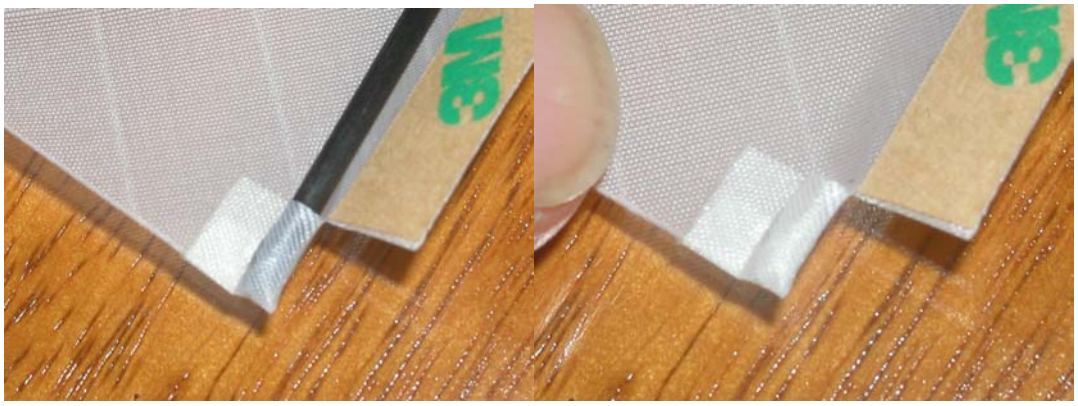

Figure 22: Sizing the spar pocket with rounded graphite, leaving a crease as to where it will be.
25. Round the ends of your bow spar. Using first a needle, then the rounded end of the bow spar (0.06" graphite rod), expand the spar pocket to accommodate the end of the bow spar. You should be left with a crease as to where the spar will be. You might need to roll the spar (keeping it parallel to the leading edge) to get this crease. See Figure 22.